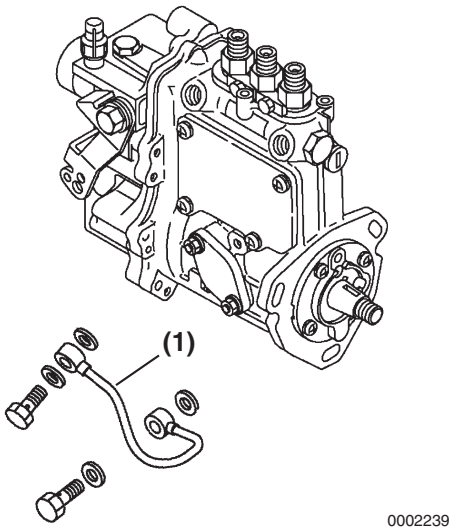

Figure 7-20
11. Reinstall the lube oil line **(Figure 7-20, (1))**.